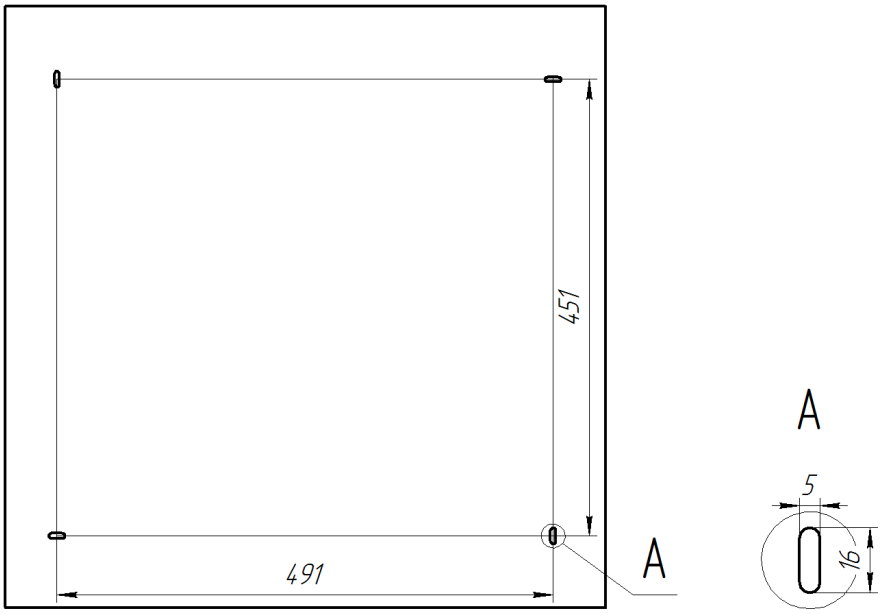

Рисунок 3. Расположение установочных отверстий на корпусе светильника Econex Office 595 для накладного монтажа.
5.3.1. Для установки светильника необходимо повернуть торцевую панель и аккуратно снять рассеиватель. Надежно закрепить на ровной поверхности корпус светильника при помощи креплений (не входят в комплект поставки), габариты для монтажа см. рисунок 3.